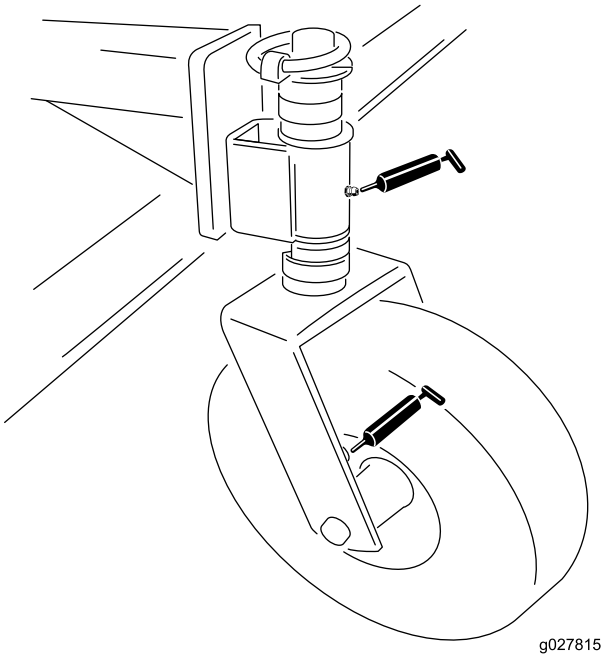

Figur 7
- Styrehjul (2 hver) (Figur 7)